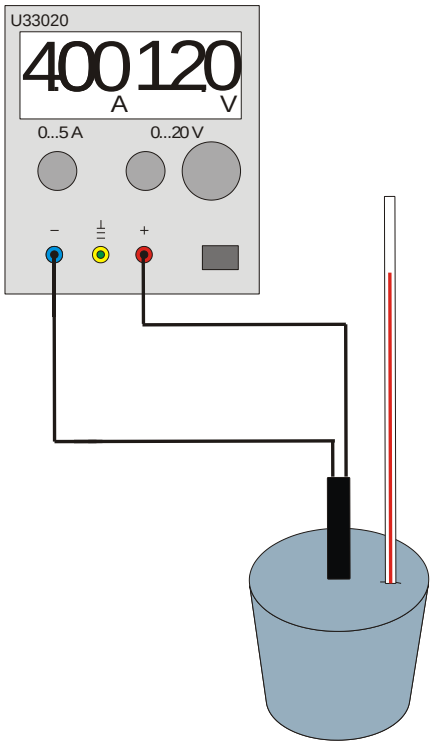

Fig. 1 Experimenteller Aufbau
- Schaltung gemäß Fig. 1 herstellen.